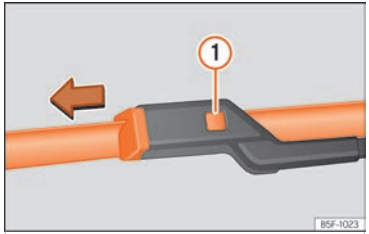

Fig. 209 Canvi de les escombretes de l'eixugaparabrises.
- Mantingueu premuda la tecla de desbloqueig ››› fig. 209 ① mentre estireu lleugerament l'escombreta en el sentit de la fletxa.